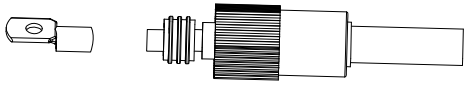

Рис. 3.4
b) Наденьте резиновое кольцо (рис. 3.4).